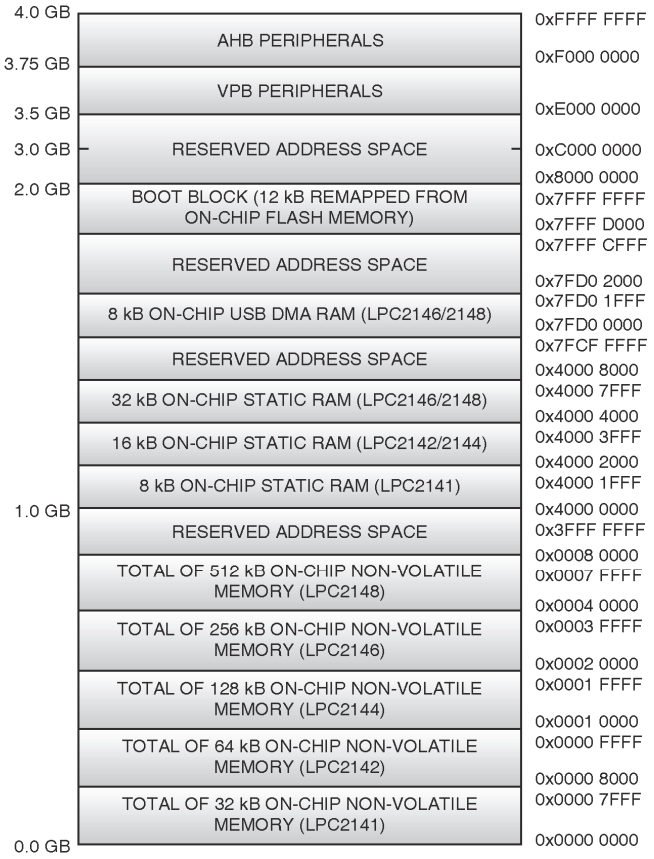

Fig. 4.23.1 : LPC 2141/42/44/46/48 Memory Map (Courtesy NxP)
- Fig. 4.23.1 shows the different regions in the memory of LPC 2148.
- As seen in the Fig. 4.23.1 locations 0x00000000 to 0x0007FFF is an on-chip non-volatile memory. There after some space is reserved and then there is on-chip static RAM from 0x40000000 to 0x40007FFF.